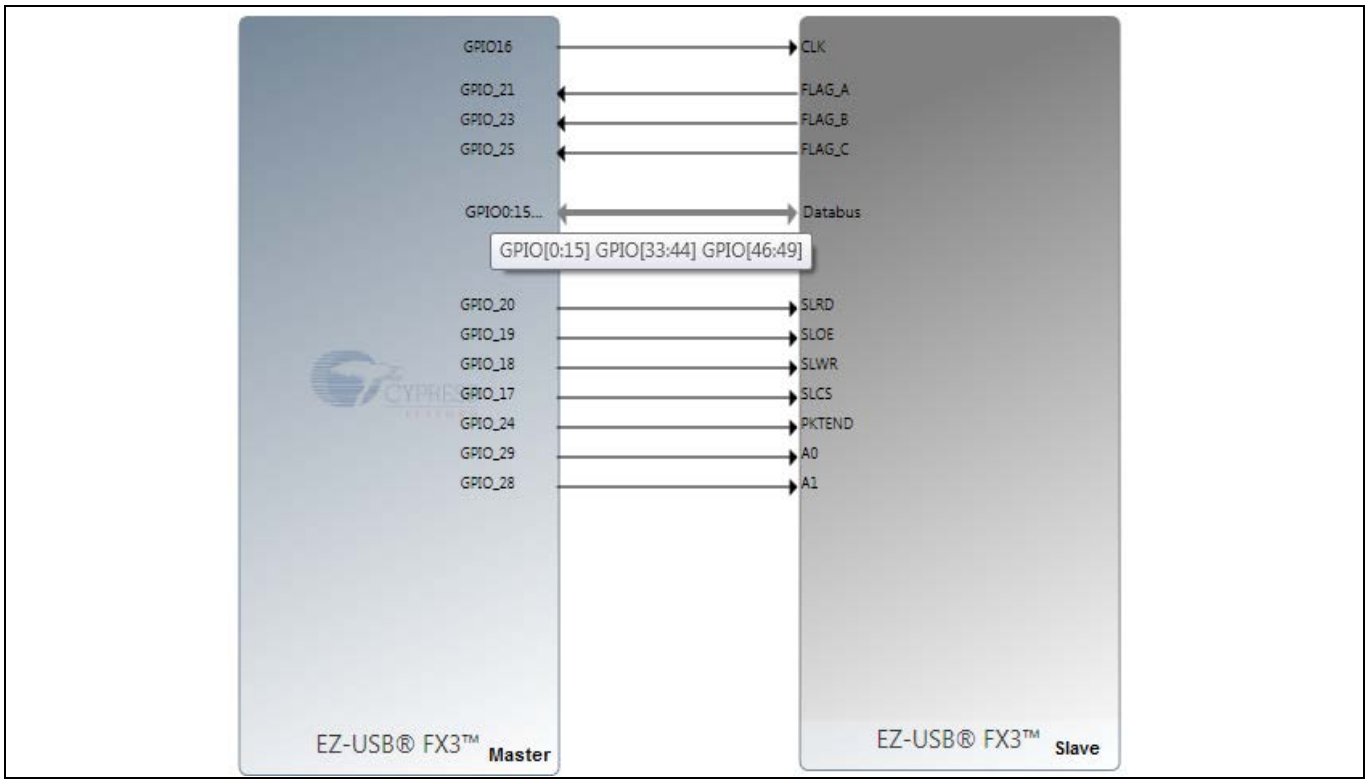
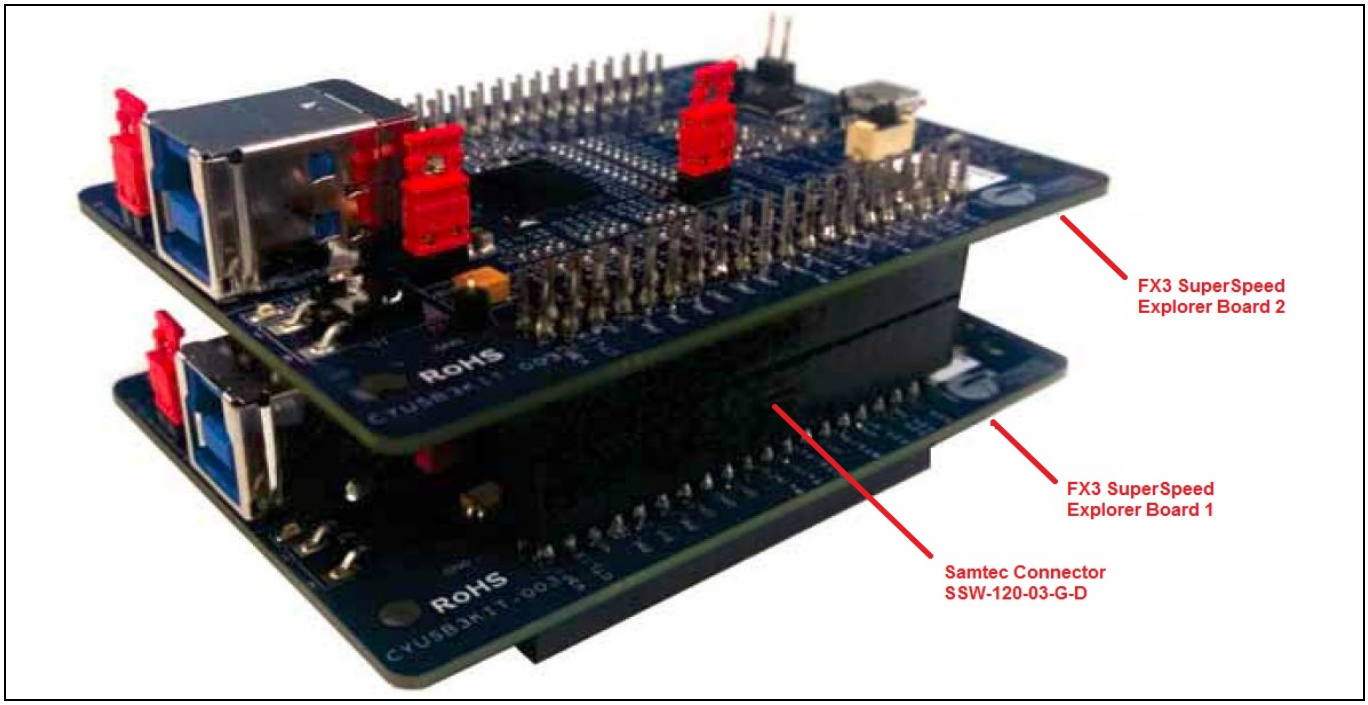
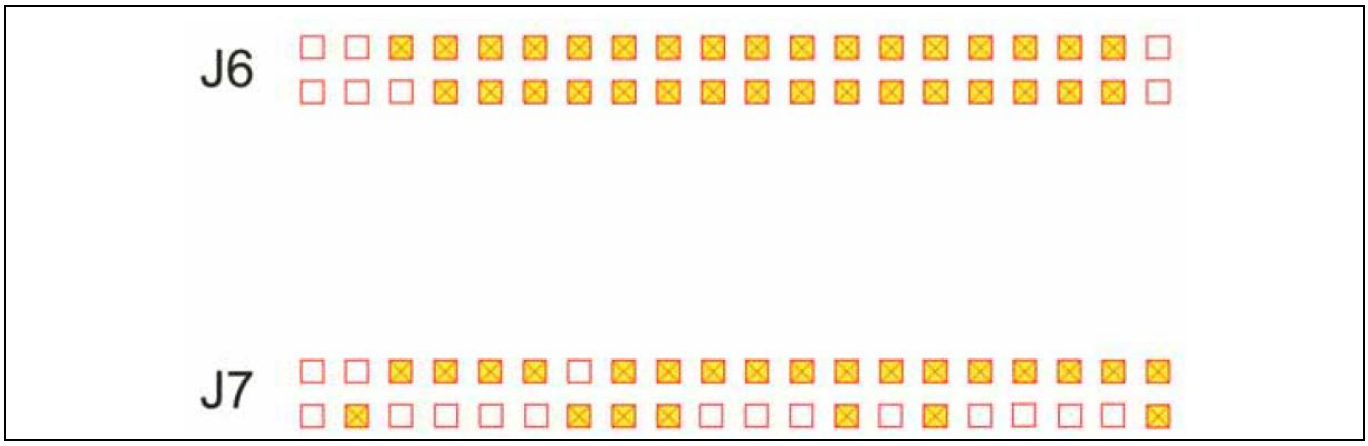

Figure 25 硬件连接
Figure 26　使用 CYUSB3KIT-003 时的 FX3 背对背设置
Figure 27　剪掉插入式连接器上的白色引脚
通过使用被编程为同步从设备接口的第二个 FX3 DVK 电路板，可以测试 GPIF II 主设备设计。**Figure 25** 显示了两个 FX3 芯片间的接口连接。**Figure 26** 显示的 FX3 背对背设置使用了两个 FX3 SuperSpeed Explorer 套件（CYUSB3KIT-003）。两个 SuperSpeed Explorer 开发板互相连接，可使他们的 GPIF 接口相连接。插入式连接器（Samtec 器件型号 SSW-120-03-G-D）具有两项功能：隔离开两个开发板，这样 USB 3.0 连接器便不受干扰。应该剪掉插入式连接器上的一些引脚，以避免引起两个开发板间电源引脚和低速外设引脚的短接。**Figure 27** 显示的是在将插入式连接器插入 FX3 开发板前应该剪掉的引脚。
1. 使用互联电路板连接两个 FX3 DVK。请参考硬件连接部分中的 **Figure 26**。